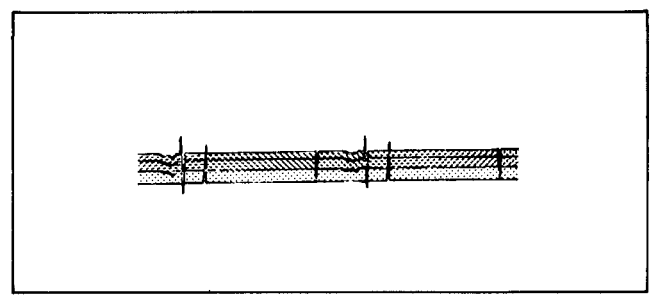

Fig. 1-24
1) Set the oscilloscope probe at (a), and by turning RV821 on MX-2 Board, adjust for a straightly linear waveform (see Fig. 1-24).
2) Set the oscilloscope probe at (b), and by turning RV823 on MX-2 Board, adjust for a straightly linear waveform (see Fig. 1-24).